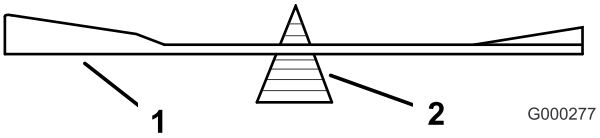
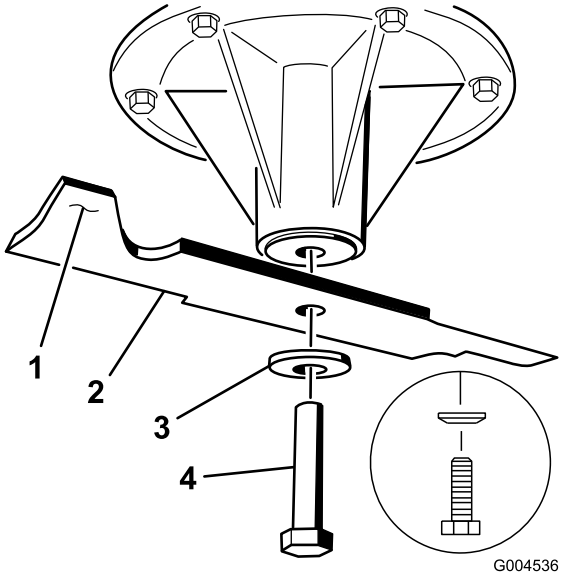

Figuur 94
Figuur 95
2. Controleer de balans van het mes met een mesbalans (Figuur 94). Als het mes horizontaal blijft, is het in balans en geschikt voor gebruik. Als het mes niet in balans is, moet u wat metaal afvijlen van het uiteinde van de vleugel (Figuur 95). Herhaal dit indien nodig totdat het mes in balans is.
1. Monteer het mes op de as (Figuur 95).
2. Monteer de veerschijf en de mesbout. De conus van de veerschijf moet worden gemonteerd op de boutkop (Figuur 95). Draai de mesbout vast met een torsie van 115–149 Nm.